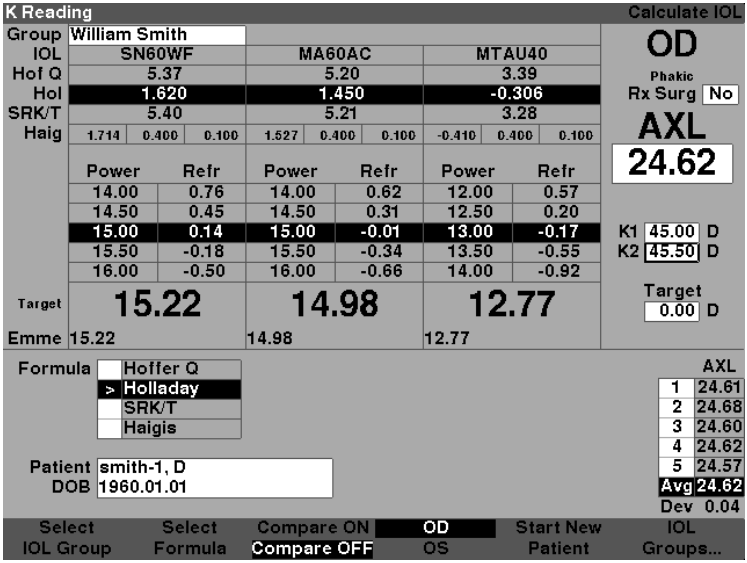

Figure 3-27 K1, K2 Values
6. Enter the K1 value in the designated area as shown in Figure 3-27 below. Rotate the knob to select the K1 field and press the knob or the √ button to activate the field. When the field is active enter the K1 values in Diopters or mm.